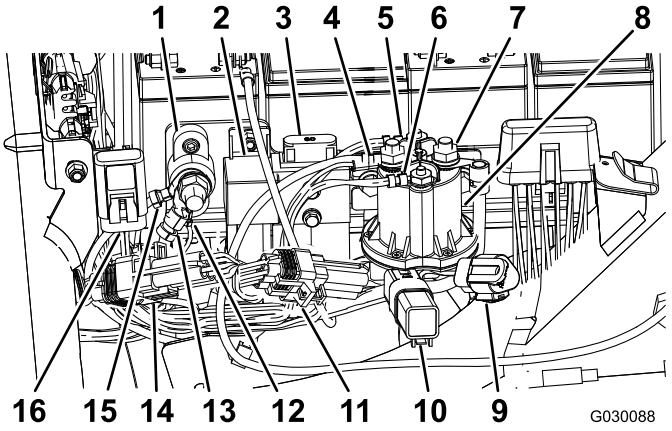

Figura 9
11. Retire y deseche la tapa del fusible (10 A, 58 V), según se muestra en Figura 9.
12. Inserte el terminal que tiene el fusible (10 A, 58 V) en la tapa existente montada en el bastidor de la máquina (Figura 9).
13. Conecte el conector del relé de habilitación de los molinetes eléctricos (P07), según se muestra en Figura 9.
14. Conecte el conector de 90° del lado conmutado (J07) del arnés de cables al terminal trasero del contactor (48 VCC), y sujételo al terminal (Figura 9).
16. Conecte los 2 conectores de la bobina principal del contactor al contactor (48 VDC), según se muestra en Figura 9.
17. Conecte el cable marcado "Battery side" (lado de la batería) y el cable de desconexión de la batería al terminal delantero del contactor (48 VCC), según se muestra en Figura 9.
19. Conecte el módulo ID (P08), según se muestra en Figura 9.
20. Conectar al módulo de interfaz CAN (P10), según se muestra en Figura 9.
24. Conecte los conectores de los terminales de tierra (J06 y J08) al bloque de terminales de tierra (Figura 9).